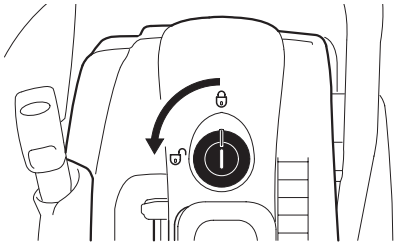

Рис. 28. Открытие замка
1. С помощью соответствующего инструмента открыть замок, повернув его влево на 90° (Рис. 28):